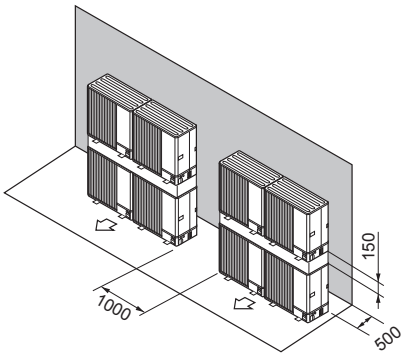

Fig. 1-18
⑦ Stacked unit arrangement (Fig. 1-18)